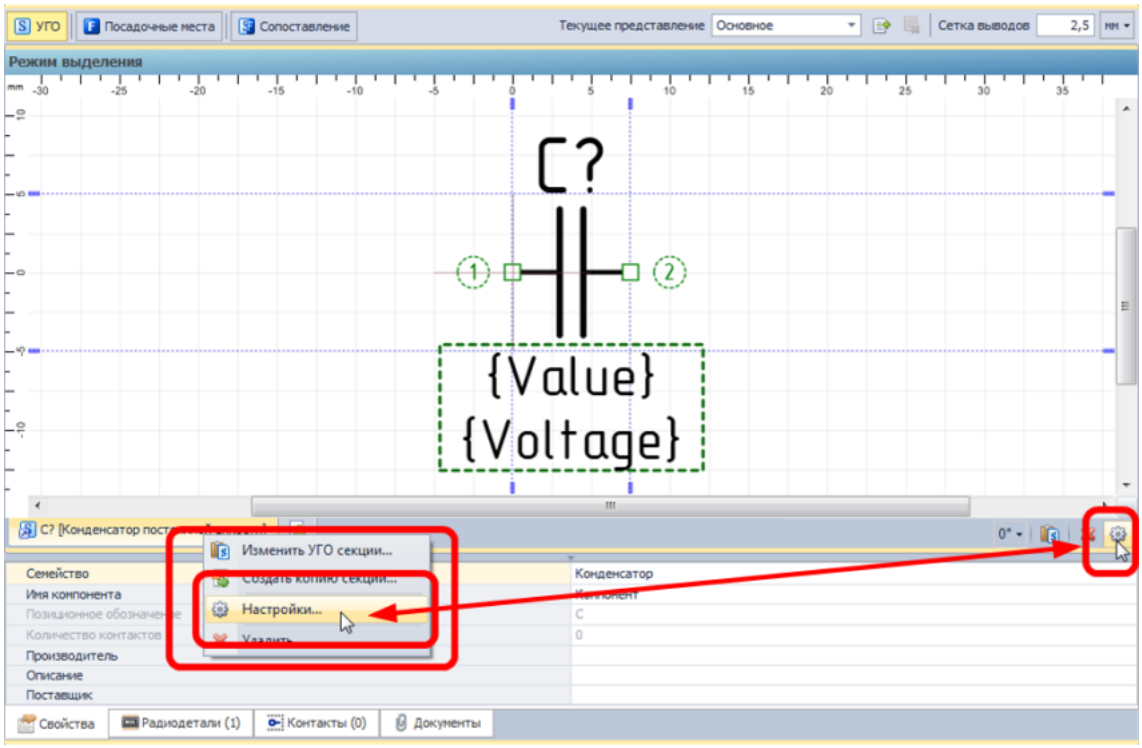

Рис. 245. Вызов настроек секции
1. Вызывать окно настроек из контекстного меню секции, либо с помощью кнопки , расположенной в правой части редактора, см. Рис. 245.